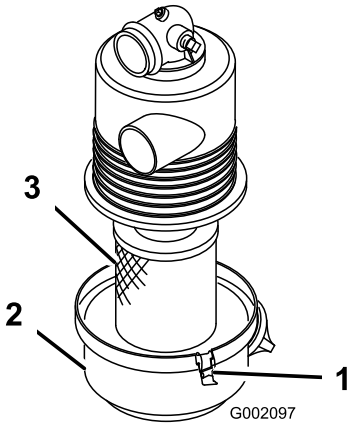

Figur 33
3. Utløs låsene som fester luftrenserdekslet til luftrenserhuset. Ta dekslet av kroppen. Rengjør innsiden av luftfilterdekselet (Figur 33).
4. Før filteret forsiktig ut av luftrenserkroppen slik at minst mulig støv kommer ut (Figur 33). Pass på at filteret ikke slår bort i luftrenserkroppen.